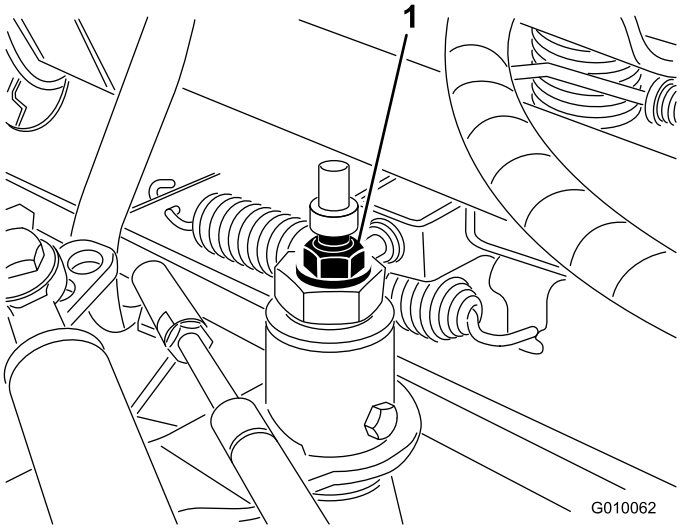

**Rysunek 54**
3. Odkręć przeciwnakrętkę na krzywce regulacji jazdy (Rysunek 54).